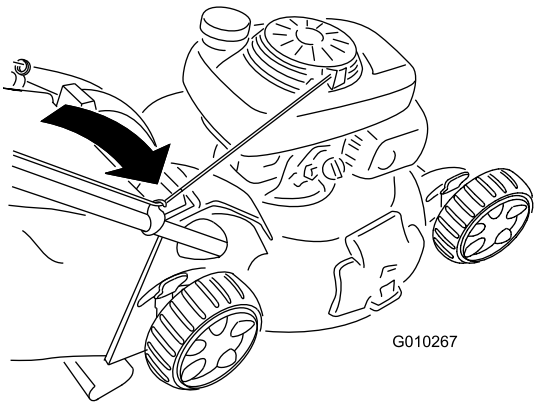

**Figur 26**
2. För in startsnöret längs den nedre styrningen (Figur 26).